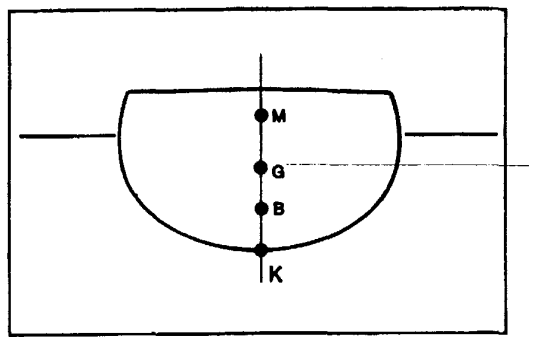

Figure 5-2. Reference Point Locations
5.1.4.2 Reference Points. Figure 5-2 provides reference point locations as described below: